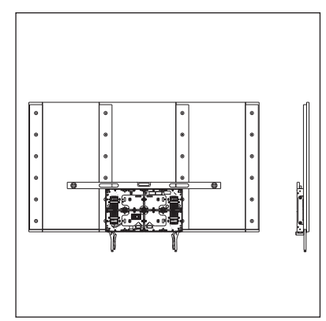

Figure 16: *Secure Installation Jigs to Mounting Tube*
- **b.** Use C-clamps to secure the bottom of the installation jigs to the bottom of the mounting tubes. Refer to **Figure 16**.